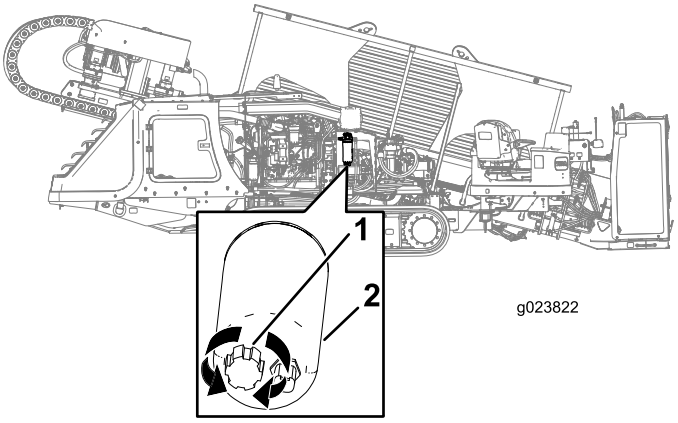

Figure 126
3. Placez un bac de vidange sous le préfiltre à carburant (Figure 126).
4. Tournez le robinet de vidange au bas du préfiltre à carburant de 2 ou 3 tours dans le sens antihoraire, et videz l'eau et le sédiment du filtre à carburant (Figure 126).